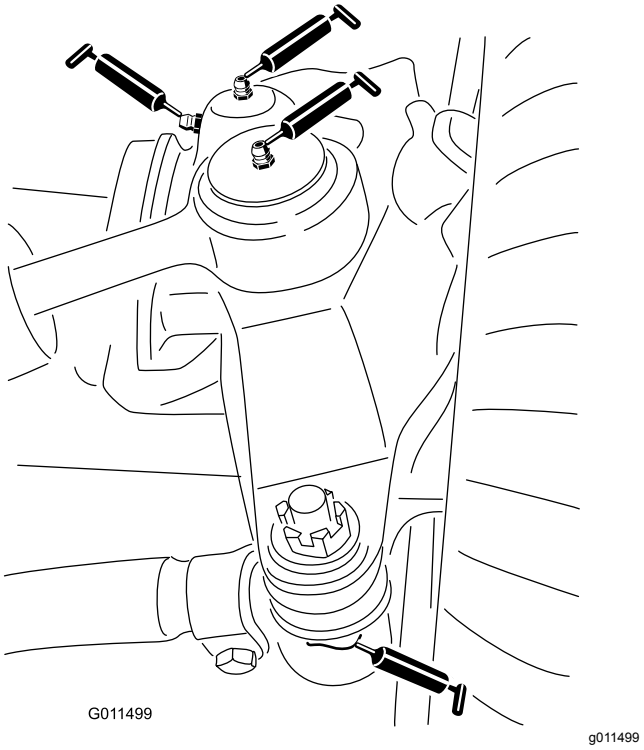

Figur 62
- Styrcylinderns kulleder (2) (Figur 62)
- Fästanordningarnas kulleder (2) (Figur 62)
- Axeltappsbussningar (2) (Figur 62).